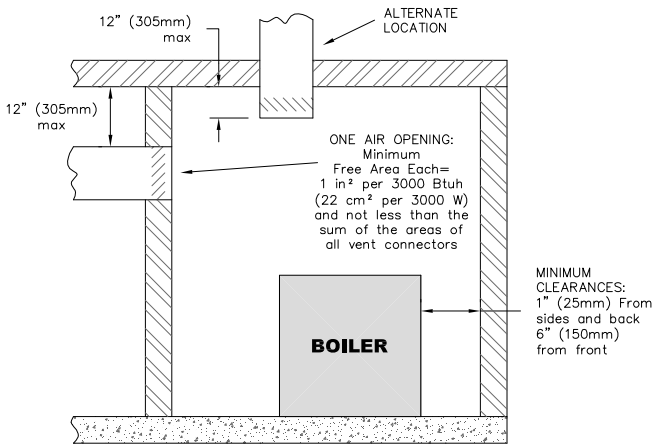

Figure 1.6: Air Openings – All Air from Outdoors through One Opening
b. **One Permanent Opening Method:** Provide one permanent opening beginning within 12 inches (305 mm) of the top of the space. The opening shall communicate directly with the outdoors, communicate through a vertical or horizontal duct, or communicate with a space that freely communicates with the outdoors. The opening shall have a minimum free area of 1 in^2 per 3000 Btu/hr of total rated input for all appliances in the space and not less than the sum of the cross-sectional areas of all vent connectors in the space. The gas-fired equipment shall have clearances of at least 1 inch (25 mm) from the sides and back and 6 inches (150 mm) from the front of the appliance. See Figure 1.6 for this arrangement.